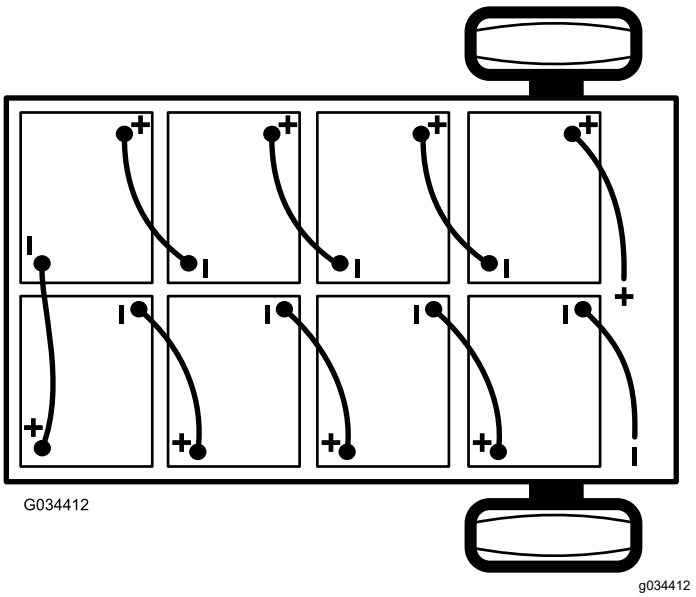

Figur 42
2. Frakobl det negative hovedbatterikabel (sort), som forbinder batterigruppen med maskinens chassispunkt (Figur 42).
3. Frakobl det positive hovedbatterikabel (rød), som forbinder batterigruppen med maskinens hovedafbryder (Figur 42).
Bemærk: Sørg for, at de nye batterier forbindes rigtigt, når du monterer dem (Figur 42).
6. Forbind batterierne med hinanden, som vist i Figur 42, ved hjælp af batteriernes sammenkoblingskabler, som du fjernede i trin 1.
2. Tilslut det positive hovedbatterikabel (rød) mellem batterigruppen og maskinen (Figur 42).
3. Tilslut det negative hovedbatterikabel (sort) mellem batterigruppen og maskinen (Figur 42).